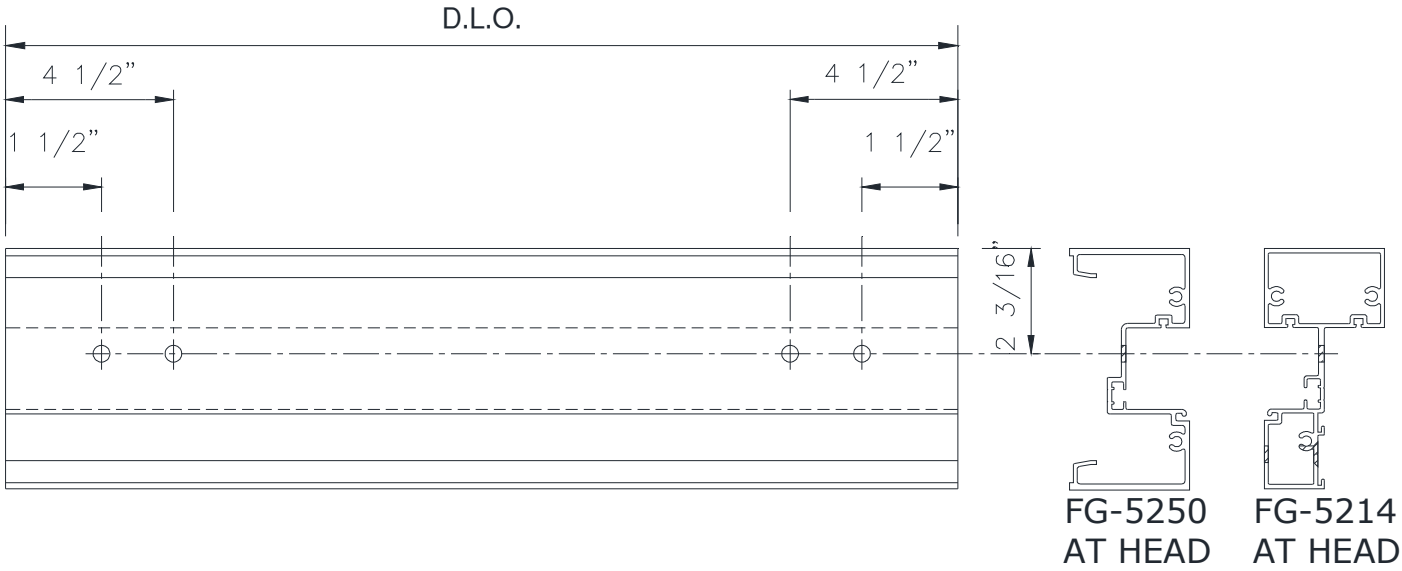

Figure 5: Head Fabrication
4.2 Prepare Head by placing pilot holes 2-3/16" from back face of metal, reference *Figure 5* for hole location. Through-holes should be placed 1-1/2" and 4-1/2" from each end.